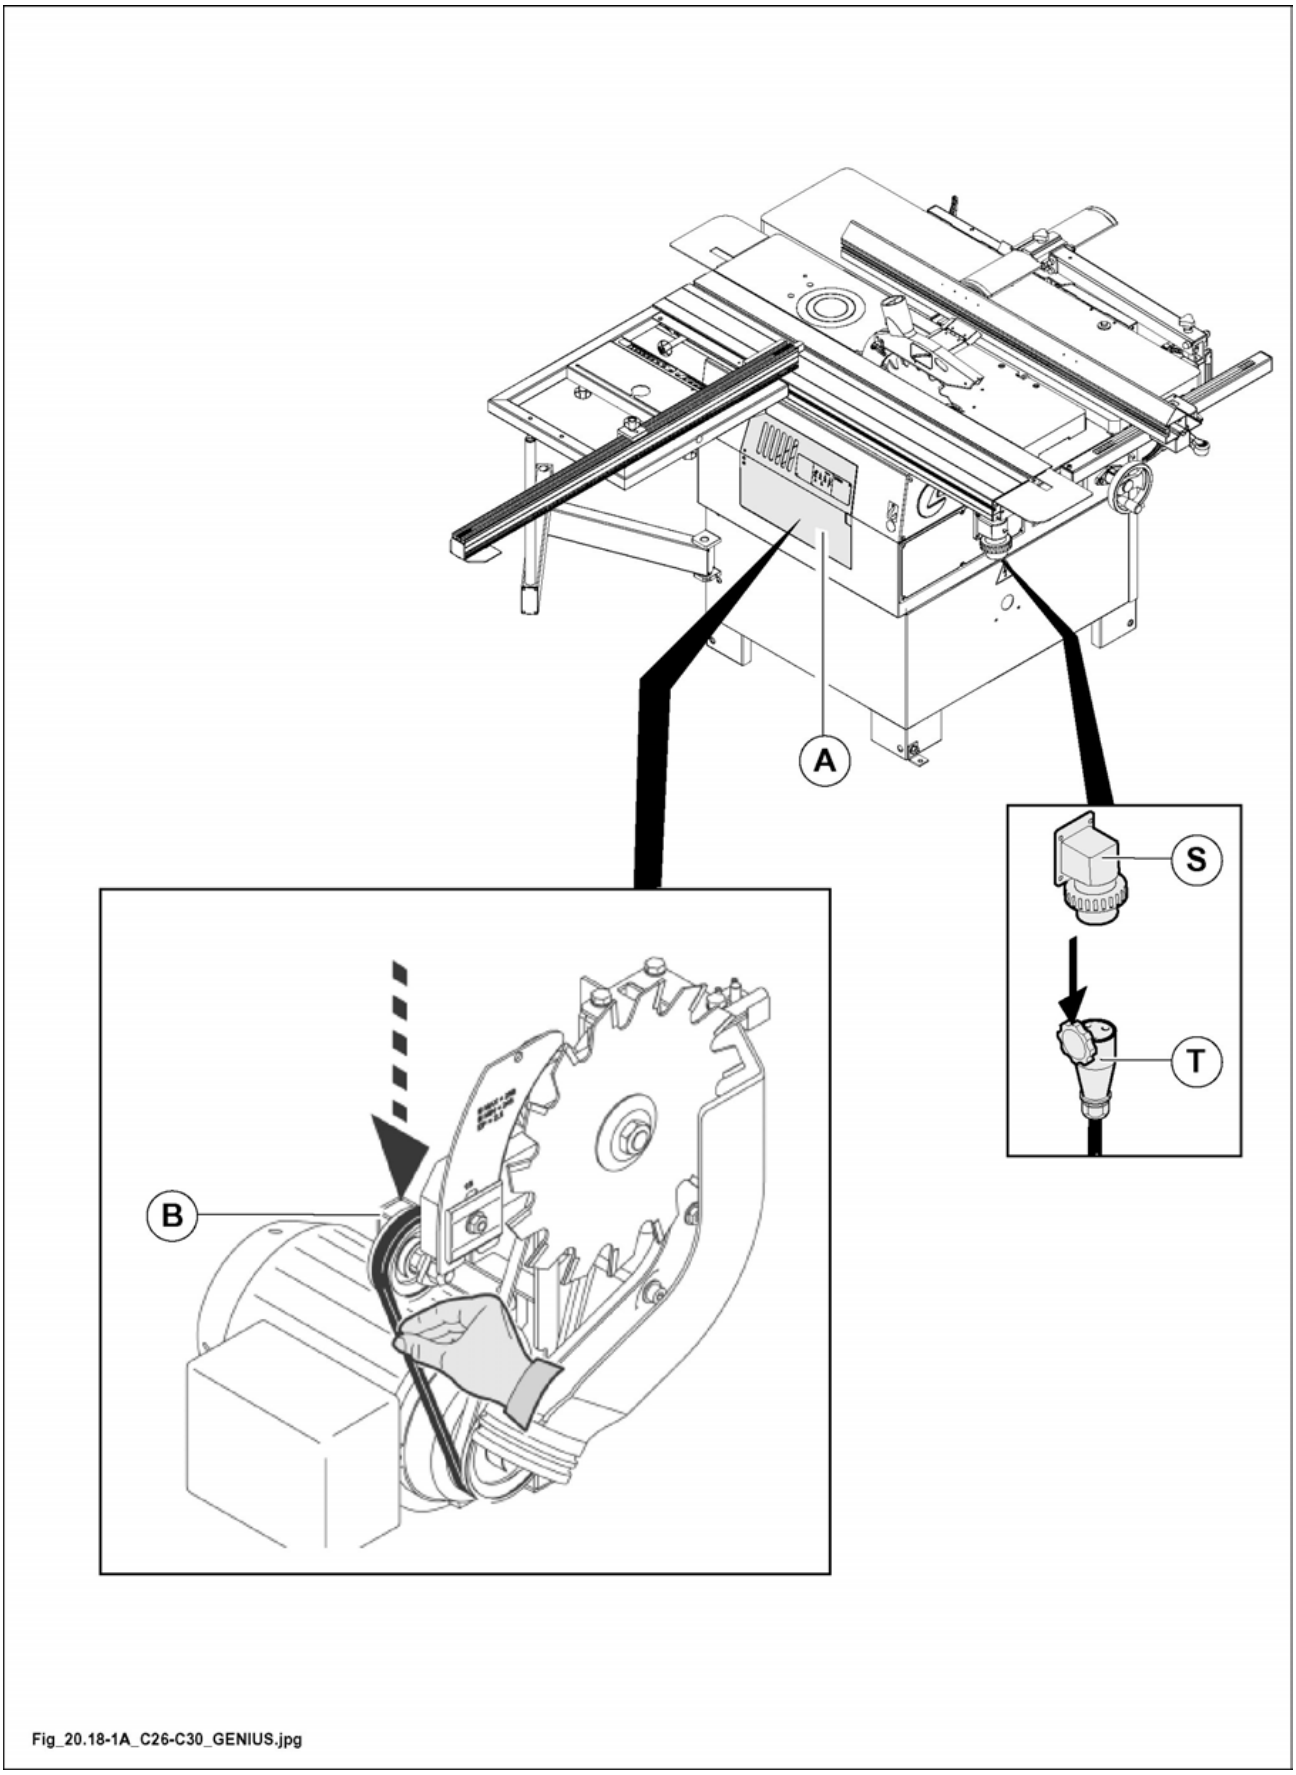

Fig. 20.18-1-A
- Push the tensioning rod (B fig. 20.18-1-A) down and extract the belts.
- Close the door (A fig. 20.18-1-A).
Correct belt tension is guaranteed by the belt tensioning unit (B fig. 20.18-1-A) and there is no need for adjustments.